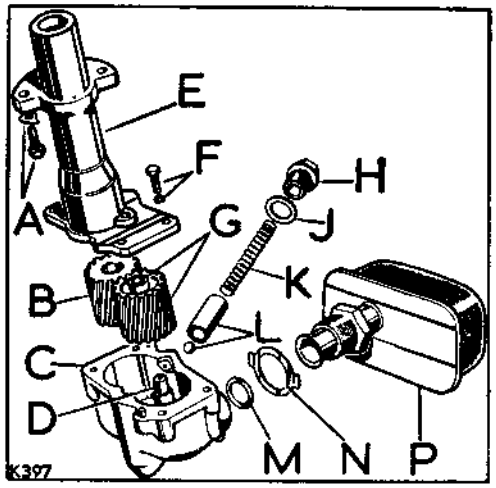

**Fig. A2-116. View of oil pump**
4. Fit the oil filter to the pump, Fig. A2-116 refers.